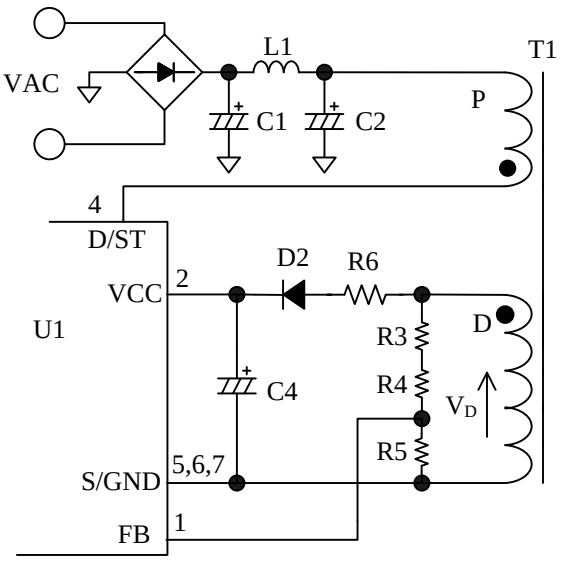
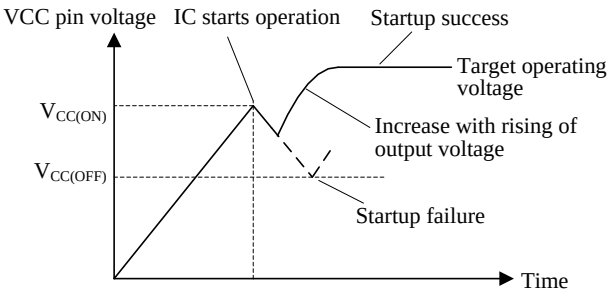

Figure 10-1 VCC pin peripheral circuit
Figure 10-3 VCC pin voltage during startup period
Figure 10-1 shows the VCC pin peripheral circuit.
Figure 10-3 shows VCC voltage behavior during the startup period. When VCC pin voltage increases to $V_{CC(ON)}$ = 15.0 V at startup, the IC starts the operation. Then circuit current increases and VCC pin voltage decreases. Since the Operation Stop Voltage $V_{CC(OFF)}$ = 8.1 V is low, the auxiliary winding voltage reaches to setting value before VCC pin voltage decreases to $V_{CC(OFF)}$. Thus control circuit continues the operation. The voltage from the auxiliary winding D in Figure 10-1 becomes a power source to the control circuit in operation. The approximate value of auxiliary winding voltage is about 12 V to 16 V, taking account of the winding turns of D winding so that VCC pin voltage satisfies Equation (2) within the specification of input and output voltage variation of power supply.
When VCC pin voltage reaches to $V_{CC(OFF)}$ and a startup failure occurs as shown in Figure 10-3, increase the C4 value. Since the larger capacitance causes the longer startup time of IC, it is necessary to check and adjust the startup process based on actual operation in the application.